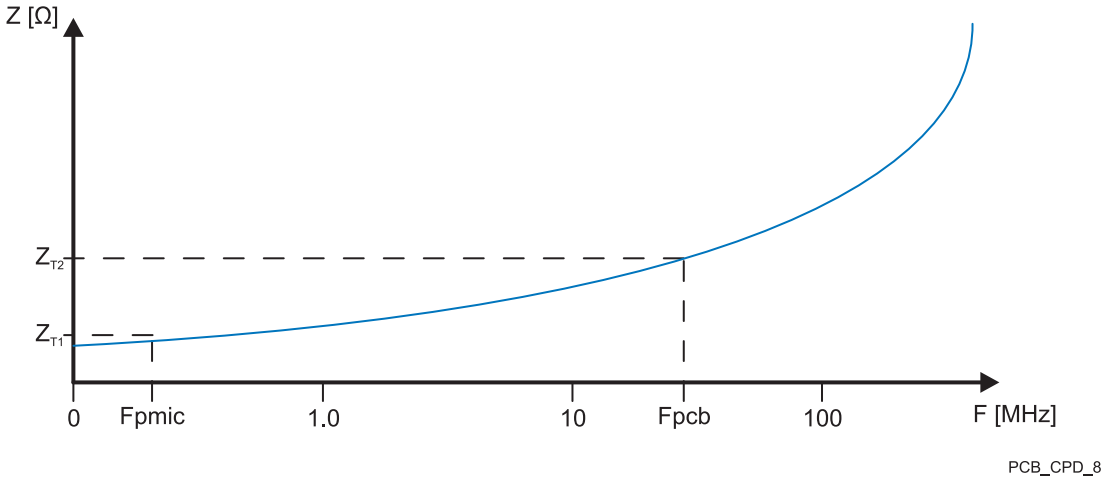

Figure 7-20. PDN's Target impedance
- Max PCB Impedance (Z) vs Frequency (F) budget between Device's power inputs and PMIC's output power filter node including ground return is determined by applying the Frequency Domain Target Impedance Method to determine the PCB's maximum frequency of interest (Fpcb). Ideally a properly designed and decoupled PDN will exhibit smoothly increasing Z vs. F curve. There are 2 general regions of interest as can be seen in Figure 7-20.